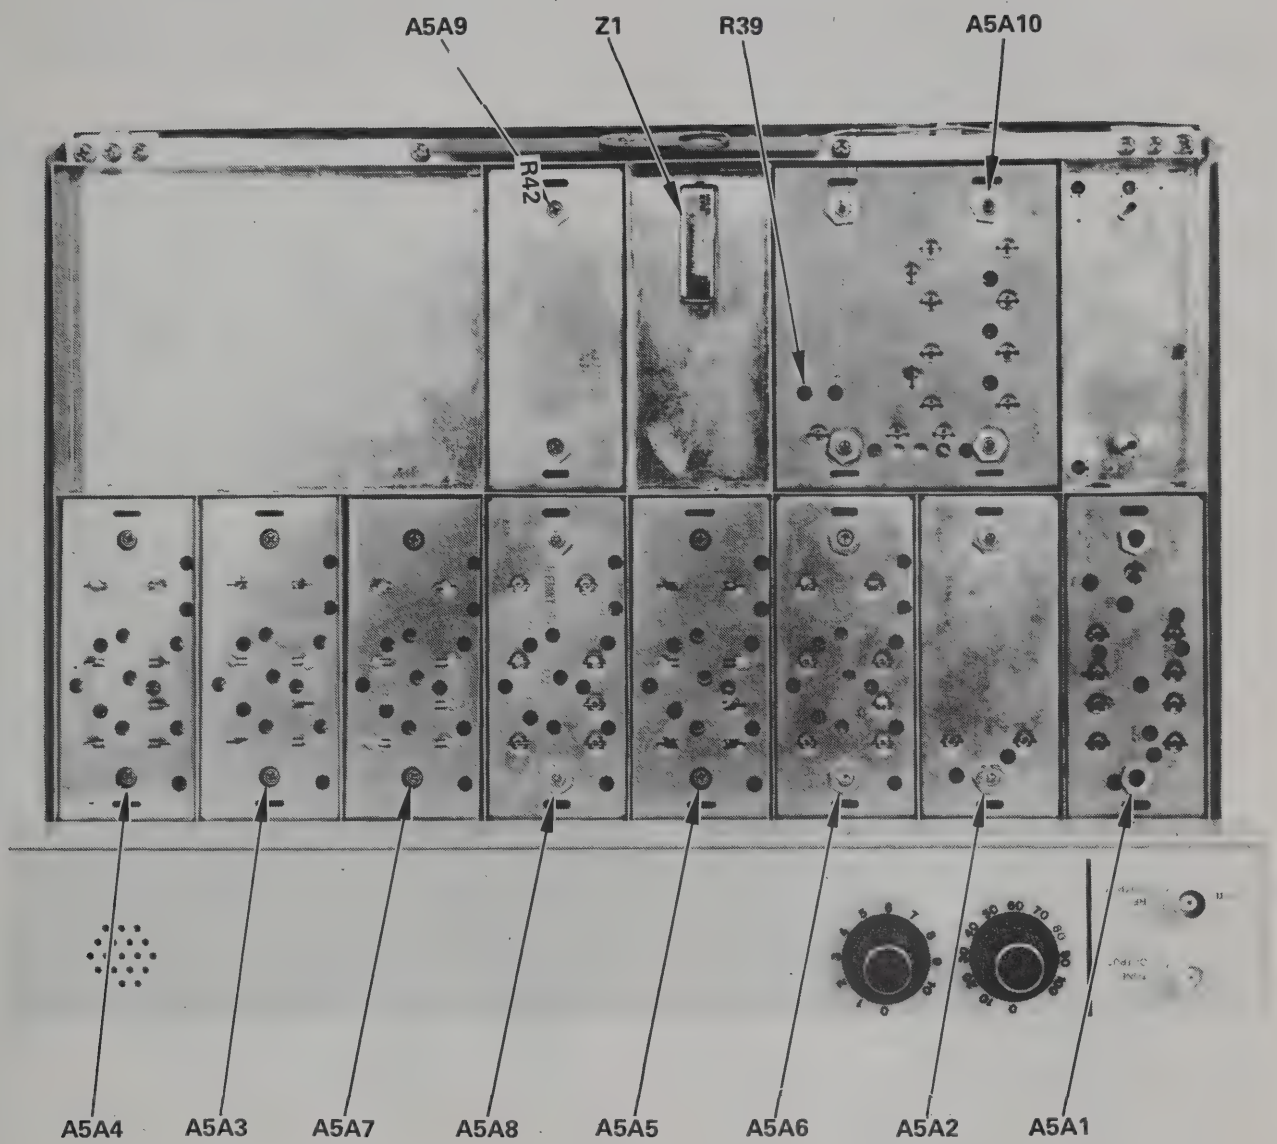

Figure 7-8. Adjustment Control Location, A5 Deck
b. The power level should be -20 dBm ±1 dB. If not, adjust R39 located on PC board A5A10 (see Figure 7-8) for this level.